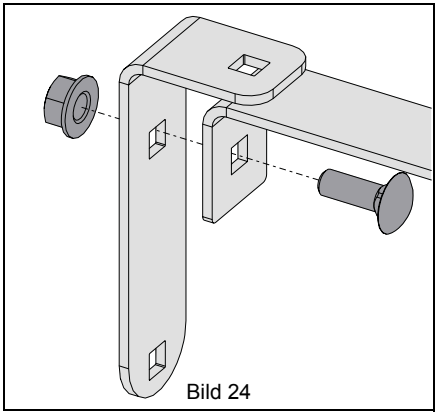

Bild 24
2. Avlägsna metalldelarna från L-fästet och dra åt L-fästet till batterifästet. Se Bild 24.